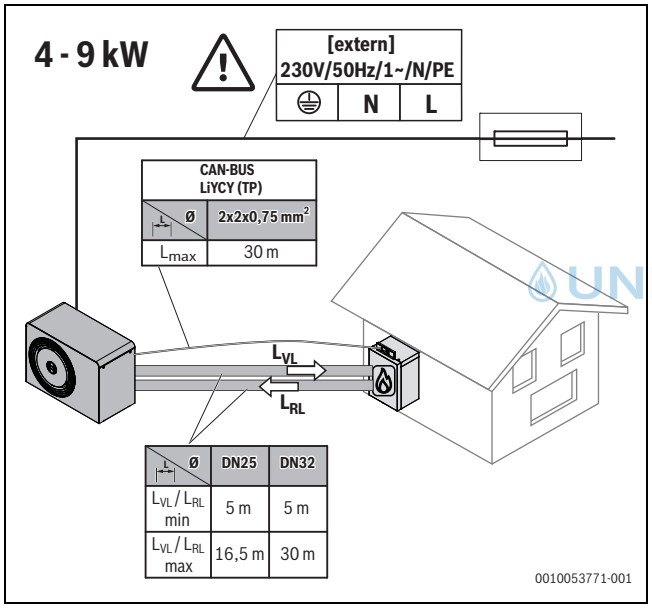
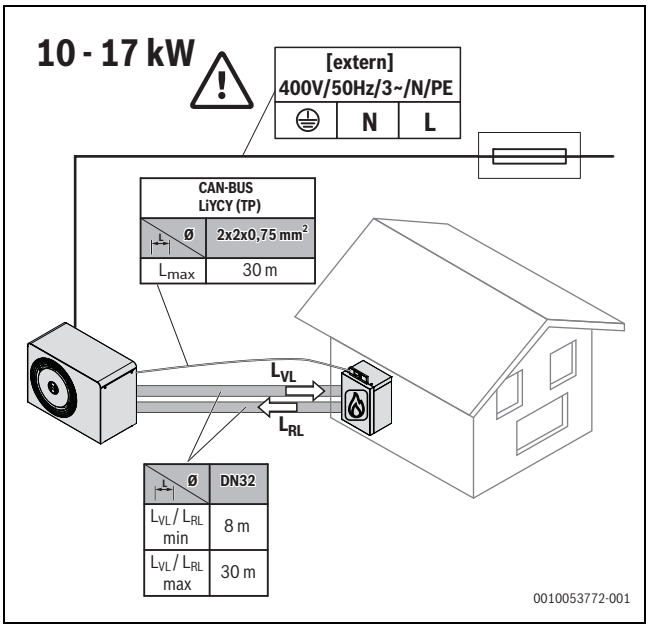

Bild 8 Anforderungen an Leitungslängen 4 – 9 kW
Bild 9 Anforderungen an Leitungslängen 10 – 17 kW
- ▶ Minimale und maximale Längen der Rohrleitung und der CAN-BUS-Leitung zwischen dem Anschluss an der Rohrgruppe HF-Set HYC40-2 (einfache Rohrlänge) und der Außeneinheit beachten (→ Bild 8 bzw. Bild 9)